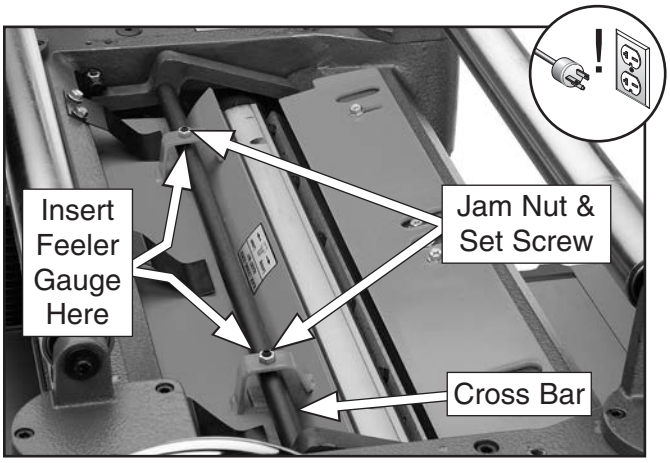

Figure 57. Feeler gauge locations for adjusting chip breaker height when using wood blocks.
13. Loosen jam nuts and set screws on each side of chip breaker (see **Figure 57**).
14. Using a feeler gauge, adjust set screw so chip breaker is 0.040" from cross bar (see **Figure 57**), then tighten jam nut. Repeat on other side of chip breaker.